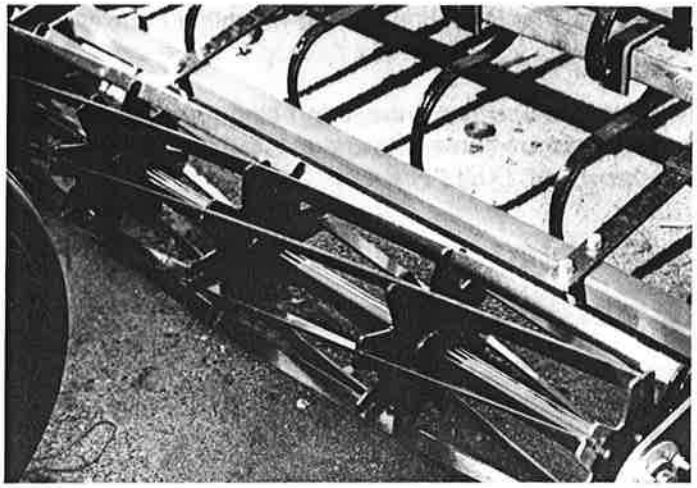

FIGURE 4-16
9. Bolt the reel section to the spring, being sure to mount the flat portion of the frame to the underside of the spring using u-bolts provided. (See Fig. 4-16)
10. Bolt the reel section to the spring, being sure to mount the flat portion of the frame to the underside of the spring using u-bolts provided. (See Fig. 4-16)